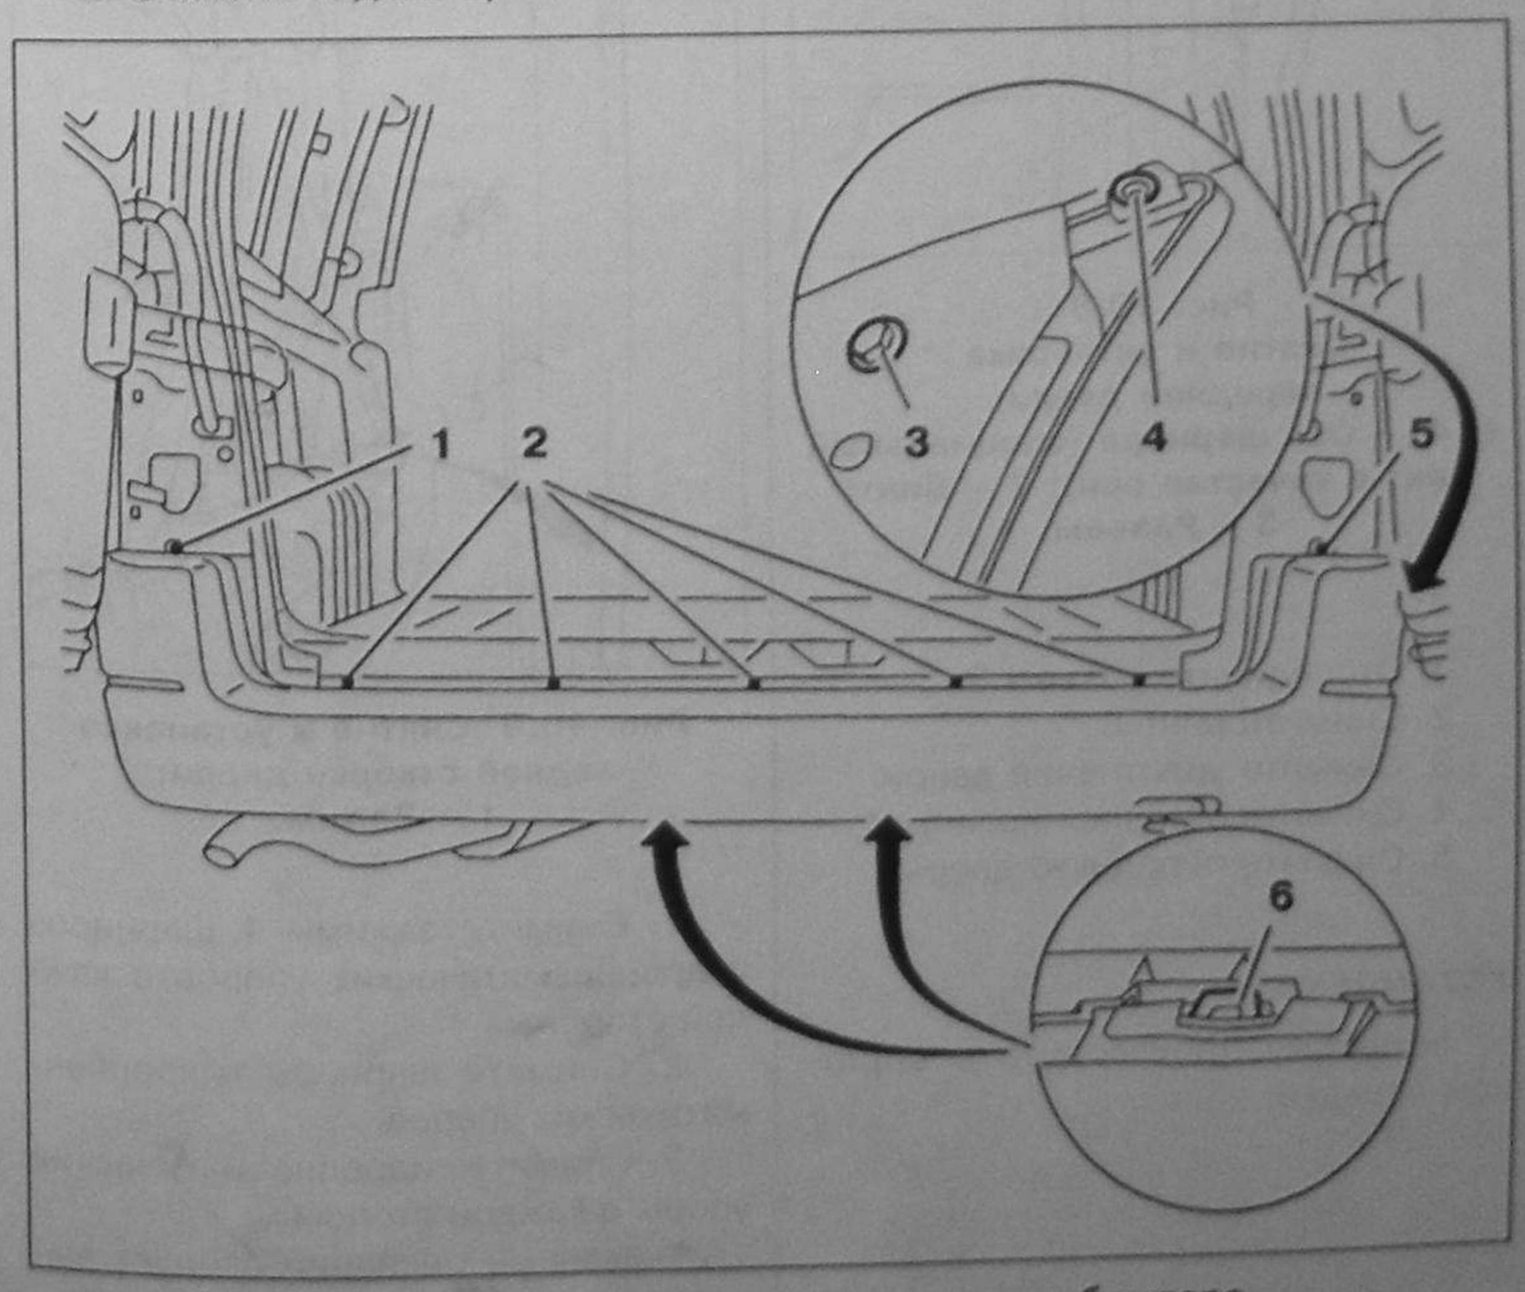

Рис. 10.2. Снятие и установка заднего бампера.
2. Снимите винты **3** и **4**, в колесных нишах с обеих сторон автомобиля (рис. 10.2).